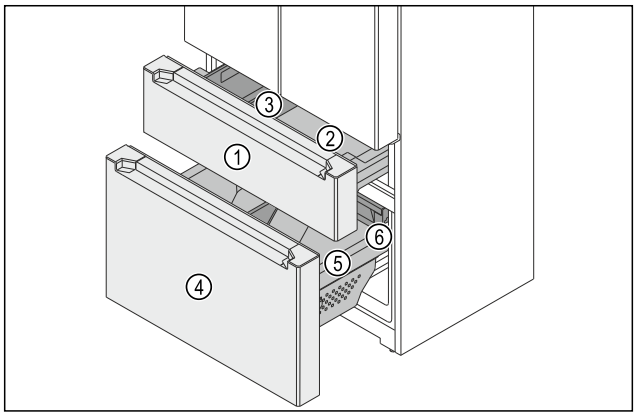

*Fig. 148 Carros extraíbles del congelador*
El congelador consta de dos carros extraíbles. En el carro extraíble superior *Fig. 148 (1)* se encuentran un contenedor *Fig. 148 (2)* y un FlexBox *Fig. 148 (3)*. En el carro extraíble inferior *Fig. 148 (4)* se encuentran un contenedor *Fig. 148 (5)* grande y un cajón *Fig. 148 (6)*. Puede extraer los contenedores de los carros extraíbles superior e inferior para su limpieza.